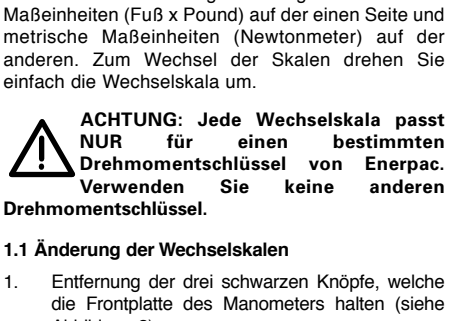

Fig. 2
4. While holding the overlay behind the flange (see Fig. 3.) insert the flange onto the knob studs, repositioning the overlay as needed, and secure knobs finger tight (see Fig. 2).